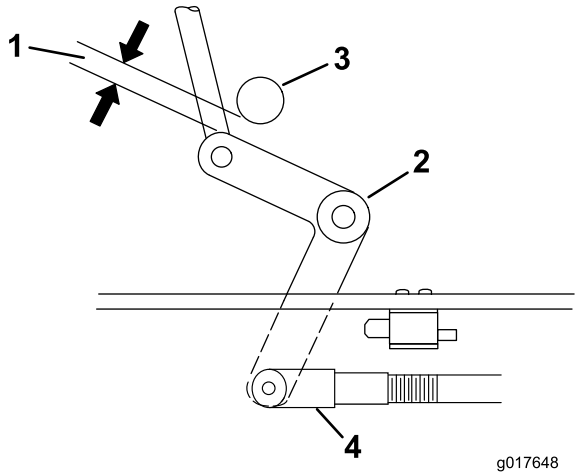
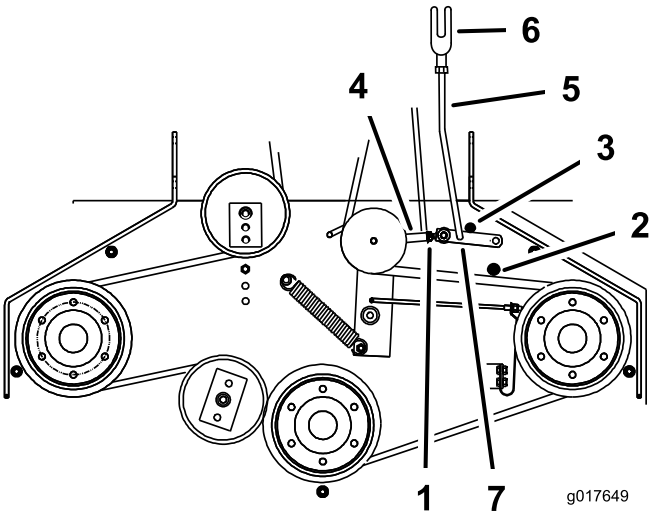

Figura 50
Figura 51
4. Compruebe la distancia entre la palanca acodada y el eje de salida de la transmisión (Figura 50).
5. Asegúrese de que el brazo está en contacto con el tope trasero del brazo de la carcasa (Figura 51).
7. El brazo de accionamiento debe hacer contacto con el tope delantero del brazo de accionamiento de la carcasa. Si no hace contacto, aproxime la palanca acodada al eje de salida de la transmisión (Figura 50 y Figura 51).
8. Para ajustar el acoplamiento del brazo, retire el pasador de horquilla del brazo (Figura 51).
10. Instale el acoplamiento en el brazo y sujételo con el pasador de horquilla (Figura 51).